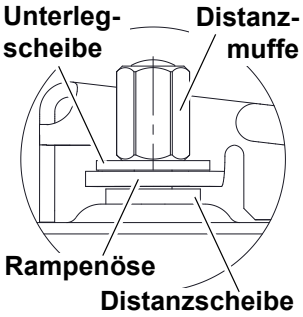

Abb. 9 Installierte Rampe in Seitenansicht
2. **Distanzscheiben auf Flachrundschrauben stecken (siehe** Abb. 9, S. 20**).**
10. **Rampenösen auf Flachrundschrauben stecken (siehe** Abb. 9, S. 20**).**